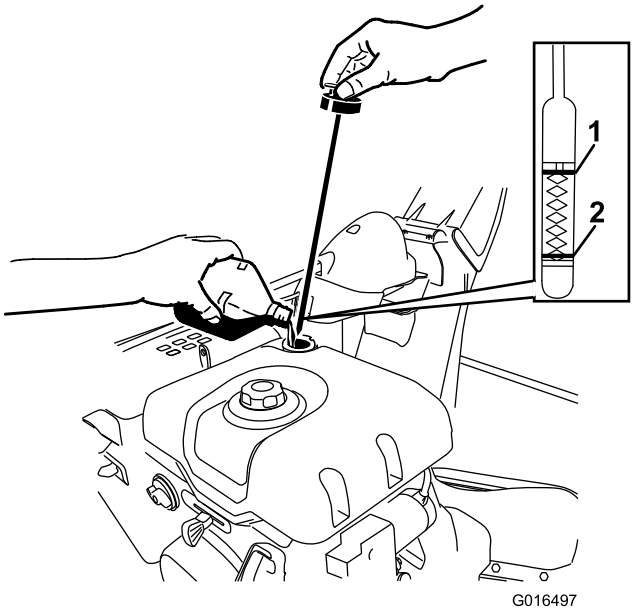

**Figur 50**
A. Ta ur oljestickan och fyll långsamt på olja i påfyllningsröret så att nivån höjs till markeringen Full på stickan (Figur 50). **Fyll inte på för mycket**.